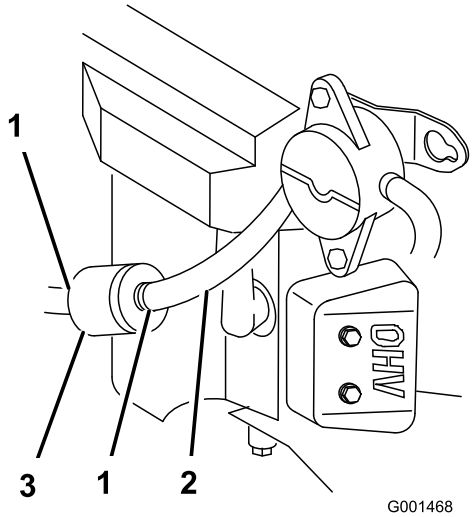

Figur 29
4. Kläm ihop ändarna på slangklämmorna och skjut bort dem från filtret (Figur 29).